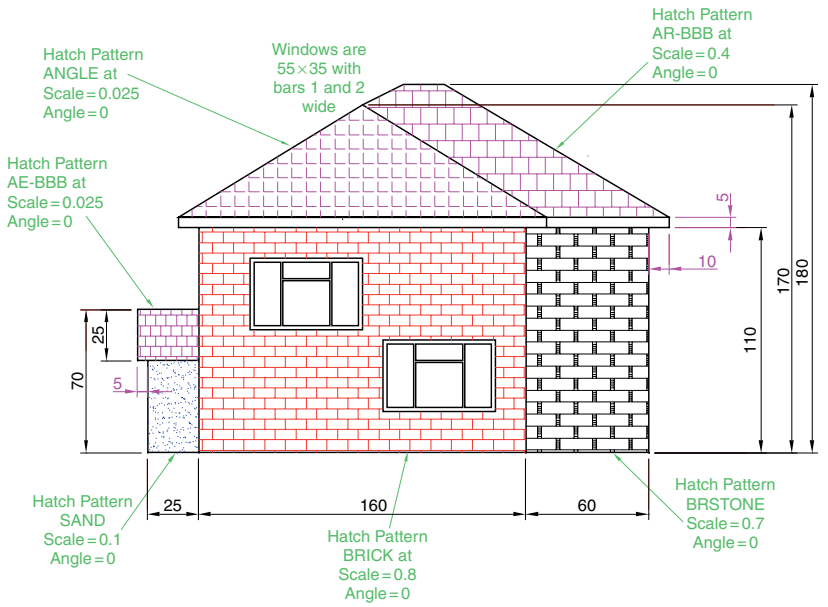

Fig. 8.24 Exercise 5
5. Working to the notes given with the drawing in Fig. 8.24, construct the end view of a house as shown. Use your own discretion about sizes for the parts of the drawing.